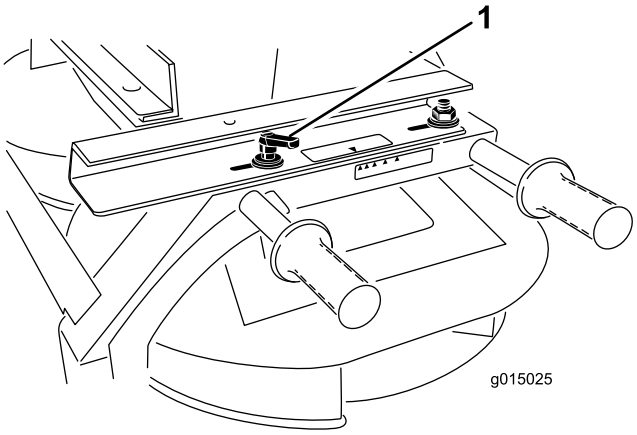

Figur 43
1. Løsn håndtaget på hver side af den dobbelte spinder (Figur 43).